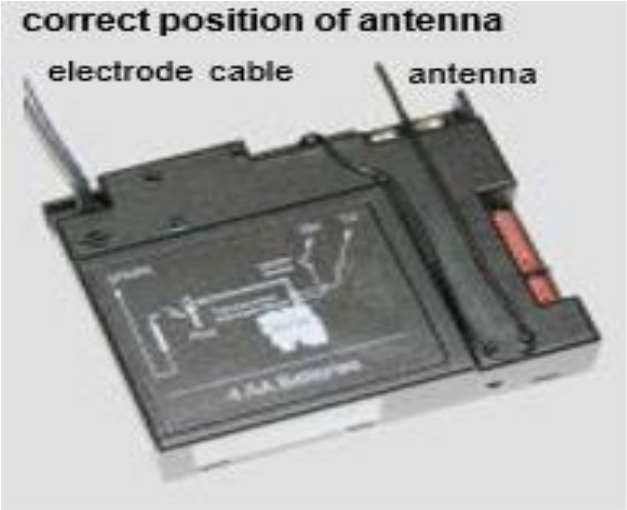

Figure 1
- Receiver (see figure 1) must learn new code: